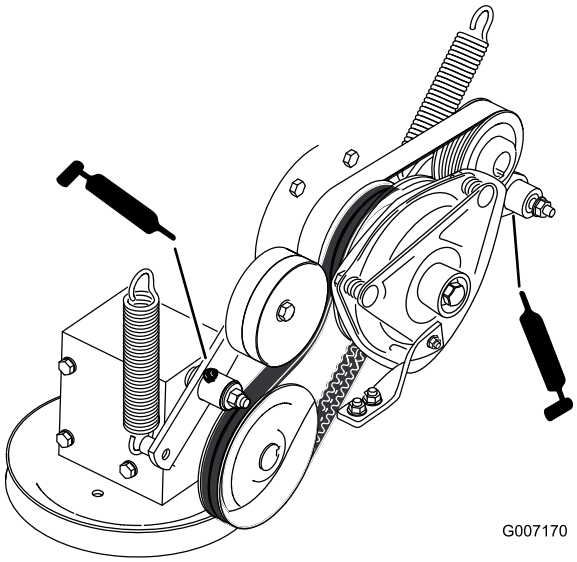

Figur 31
7. Smörj mellandrevsarmen på kraftuttagsdrivremmen (Figur 31).
8. Smörj pumpremmens mellandrevsarm (Figur 31).